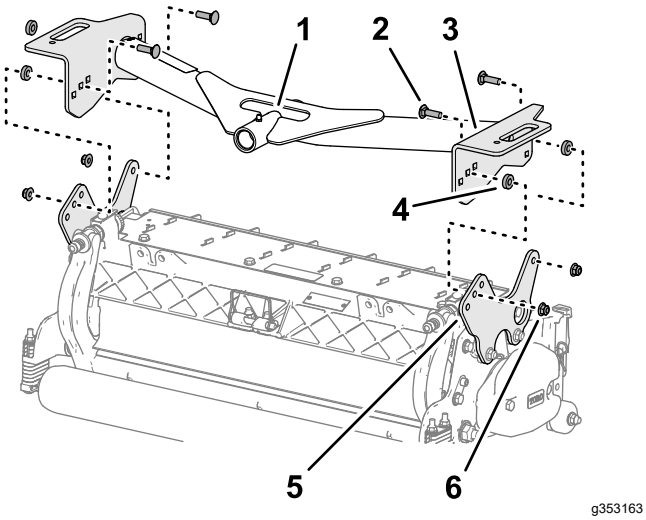

Figuur 19
1. Lijn de gaten in de platen van het voorste draagframe uit met de gaten in de bevestigingsplaten van de maai-eenheid (Figuur 19).
2. Lijn een afstandsstuk uit tussen de draagplaat en de bevestigingsplaat (Figuur 19) en monteer de platen en het afstandsstuk losjes met een slotbout (⅜" x 1¼") en flensborgmoer (⅜").